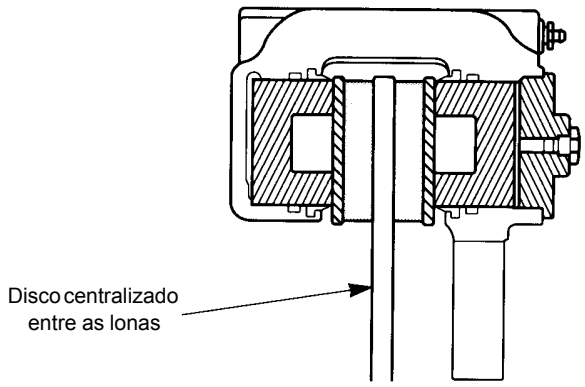

FIGURA 8-27
b. Os calços devem ser de aço, totalmente lisos e paralelos e devem cobrir toda a superfície de montagem do cubo ou da carcaça. As lonas devem se mover livremente na carcaça e entre as placas de extremidade. Consulte Figura 8-27.